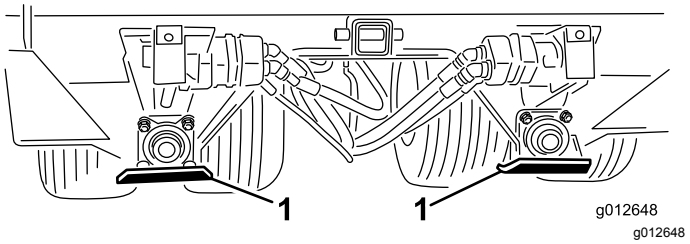

**Figur 8**
1. Placer glideren som vist i Figur 8.